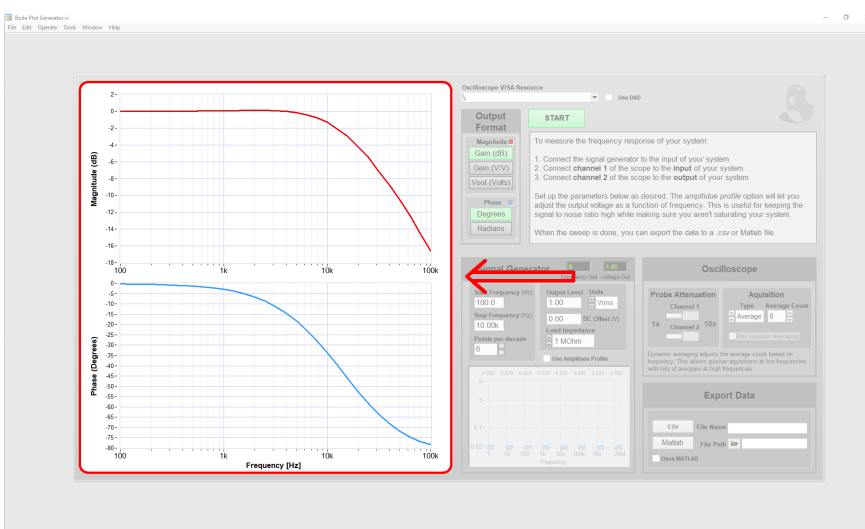

Figure 8: Live plotted output
5. Click the START button to begin the sweep. As it runs, you should see the plot being drawn. (Figure 8)